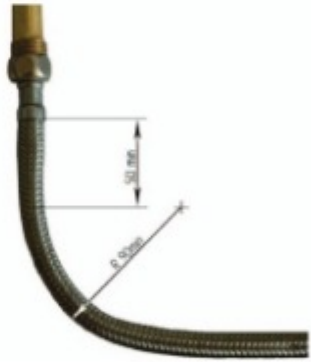

Рис. 4 Требования к монтажу гибких шлангов
- установку шланга с изгибом вблизи наконечников. Длина участка шланга у заделки, который не должен подвергаться изгибу, должна быть не менее 50 мм. Минимально допустимый радиус изгиба шланга, измеряемый по внешней образующей, должен составлять 90 мм (см. рис. 4).